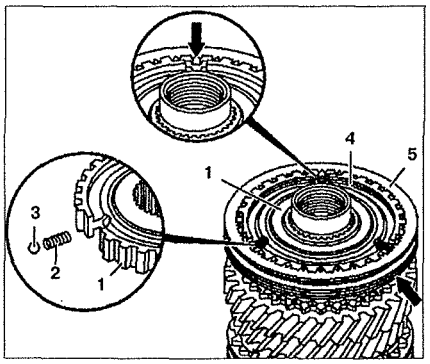

Рис. 6.27. Разборка и сборка шестерни 5-й передачи:
6. Разберите муфту **5** синхронизатора включения 5-й передачи. Для этого извлеките скользящую втулку **5** с корпуса синхронизатора **1** (см.рис. 6.27). Снимите пружину **2** и стопорное кольцо **4**.
26. Установите муфту синхронизатора **5**. Запрессуйте скользящую втулку **5** на корпус синхронизатора так, чтобы паз **(стрелка)** совпал с шестерней 5-й передачи (см.рис.6.27). Вставьте пружины **2** в корпус синхронизатора **1**. Сожмите пружины **2** и вставьте шарики **3**. Вставьте стопорное кольцо синхронизатора. Установите скользящую втулку **4** в нейтральное положение.